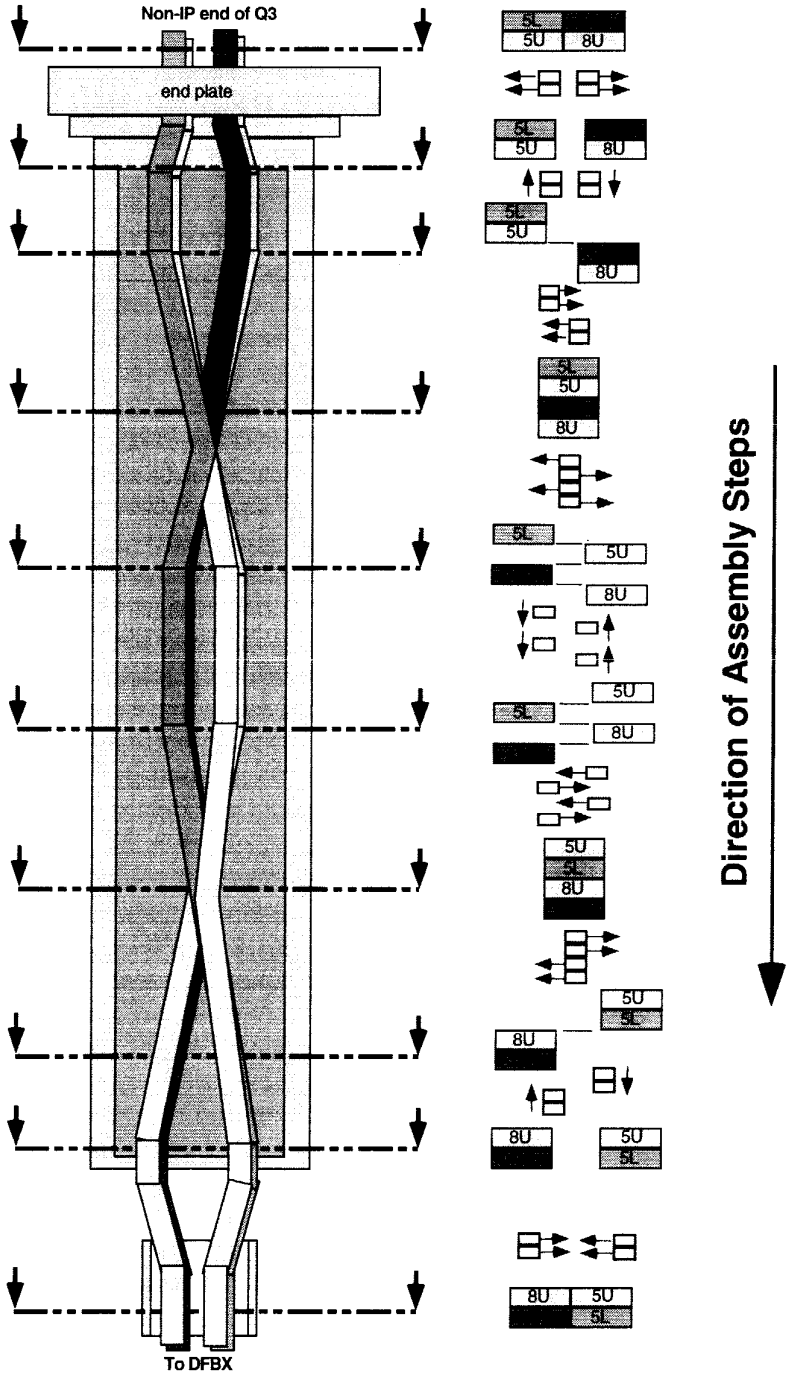

Figure 18.1-A
18.1 Route Non-IP End cables into crossover assembly on Non-IP End as shown in figure 18.1-A.
6. Connect I_{HI} to "A" Lead as shown in figure 18.1-A.
7. Connect I_{LO} to "B" Lead as shown in figure 18.1-A.
11. At the IP End, jumper the 8Ka leads as shown in Figure 18.1-A.